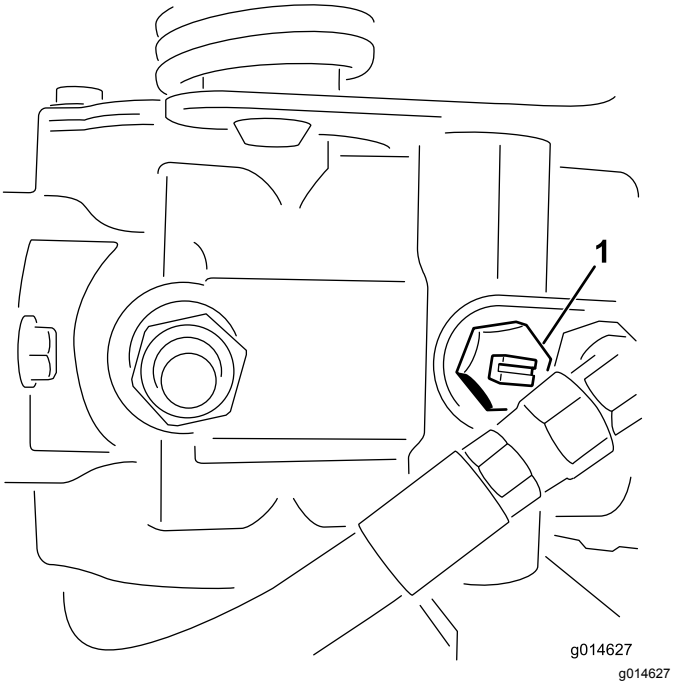

Rysunek 43
1. Znajdź na pompie zawór obejściowy i obracaj nim tak, aby szczelina była skierowana pionowo (Rysunek 43).
2. Przed uruchomieniem silnika zamknij zawór obejściowy, obracając nim tak, aby szczelina znajdowała się w położeniu poziomym (Rysunek 43). Nie uruchamiaj silnika przy otwartym zaworze.